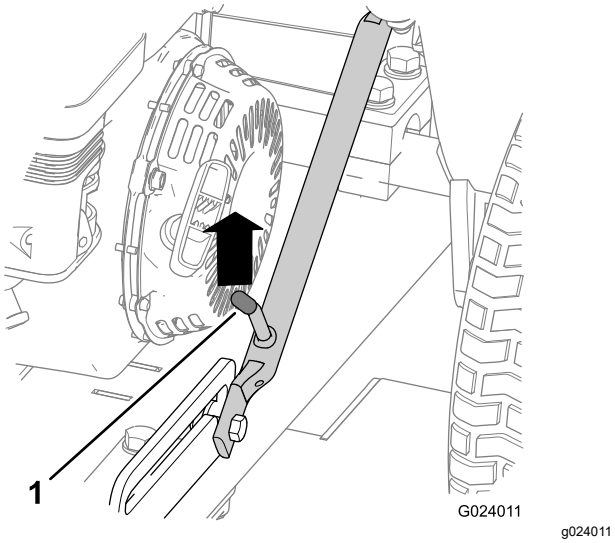
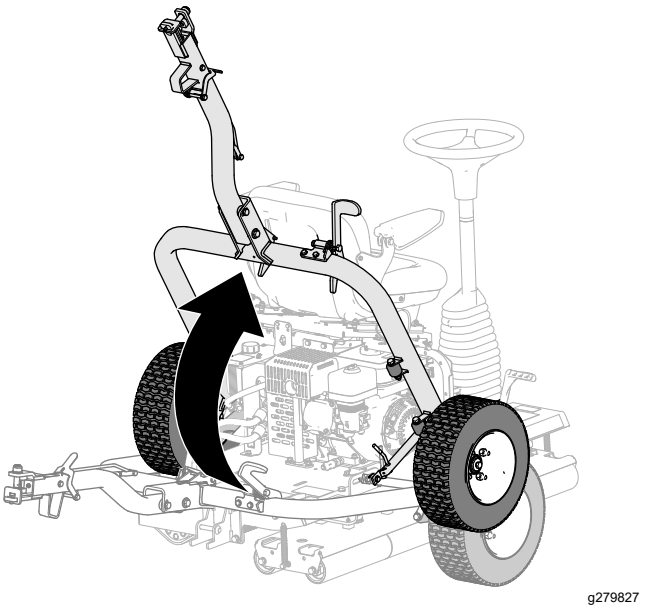

Рисунок 17
Рисунок 22
1. Поднимайте сцепку, пока фиксирующий рычаг не выйдет из зацепления с прорезью защелки (Рисунок 17).
5. Поднимайте сцепку (Рисунок 22), пока фиксирующий рычаг не войдет в зацепление с прорезью защелки (Рисунок 17).